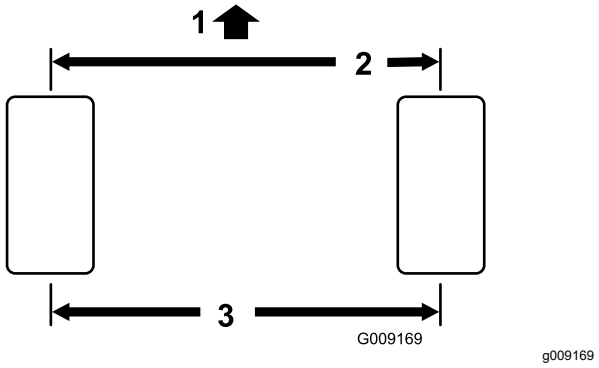

**Figuur 106**
**Opmerking:** De afstelling van het toespoor van de achterwielen is correct als het verschil tussen de meting van de voorwielen en de meting van de achterwielen 6 mm of minder is (Figuur 106).